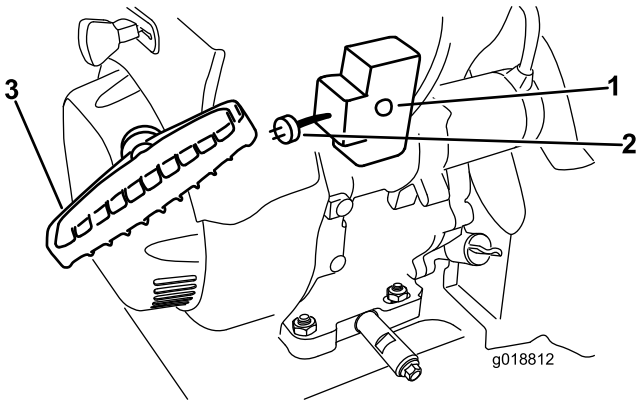

Figur 30
7. Start maskinen ved å dra i tilbakespolingsstarteren, eller trykke ned den elektriske startknappen (Figur 30).